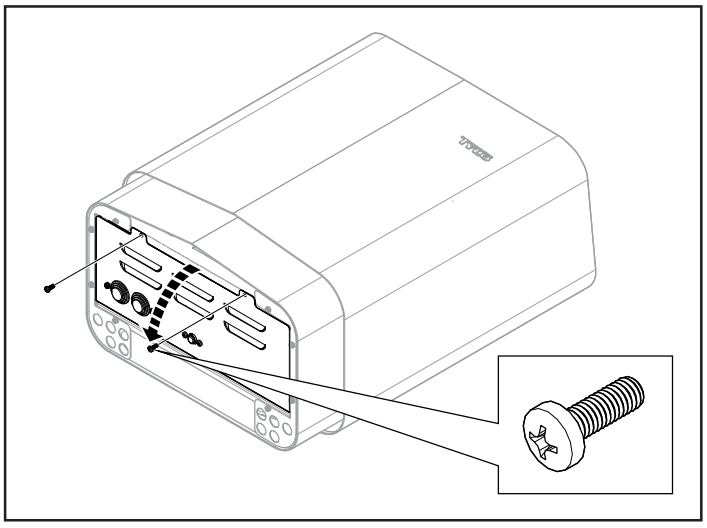

Abbildung 10: Abnehmen/Anbringen der Abdeckung
2. Drehen Sie die Schrauben heraus und entfernen Sie die Abdeckung (siehe Abbildung 10).
5. Schließen Sie die Abdeckung und drehen Sie die Schrauben ein, siehe Abb. 10.